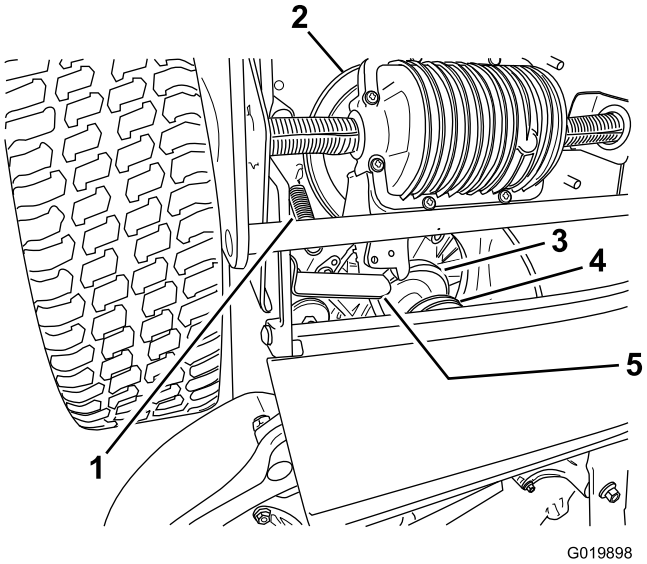

Figur 37
8. Ryk tappen frem (Figur 37).